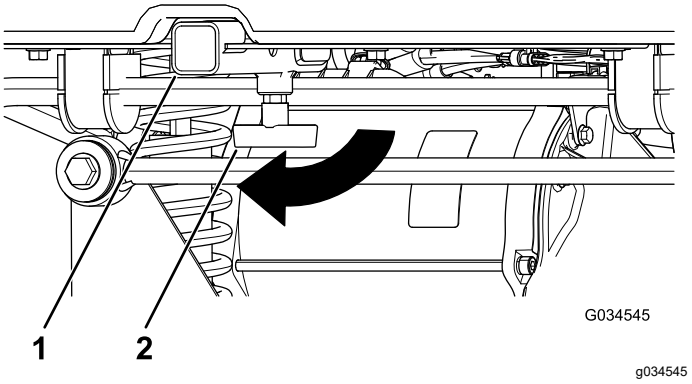

Figur 17
1. Løsn "T"-håndtaget ved at dreje det med uret (Figur 17).
2. Sæt tilbehøret ind i modtageren, indtil hullerne flugter (Figur 17).